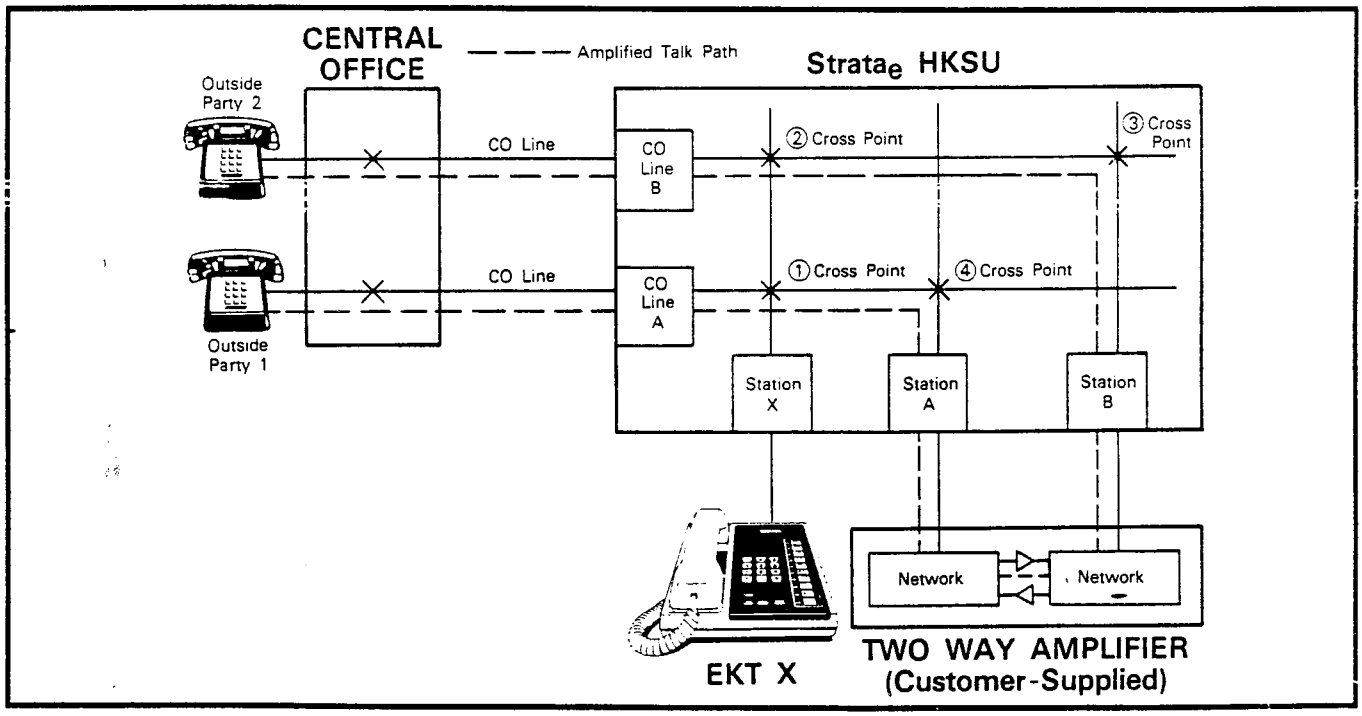

FIGURE 44—AMPLIFIED CONFERENCE FUNCTIONAL BLOCK DIAGRAM
09.82 Cabling: Refer to Figure 44 and the amplifier's installation procedures from the manufacturer and connect each amplifier between the voice leads (T and R) of stations 16/17 (S_e only) and 18/19 & 24/25 (VI_e only).